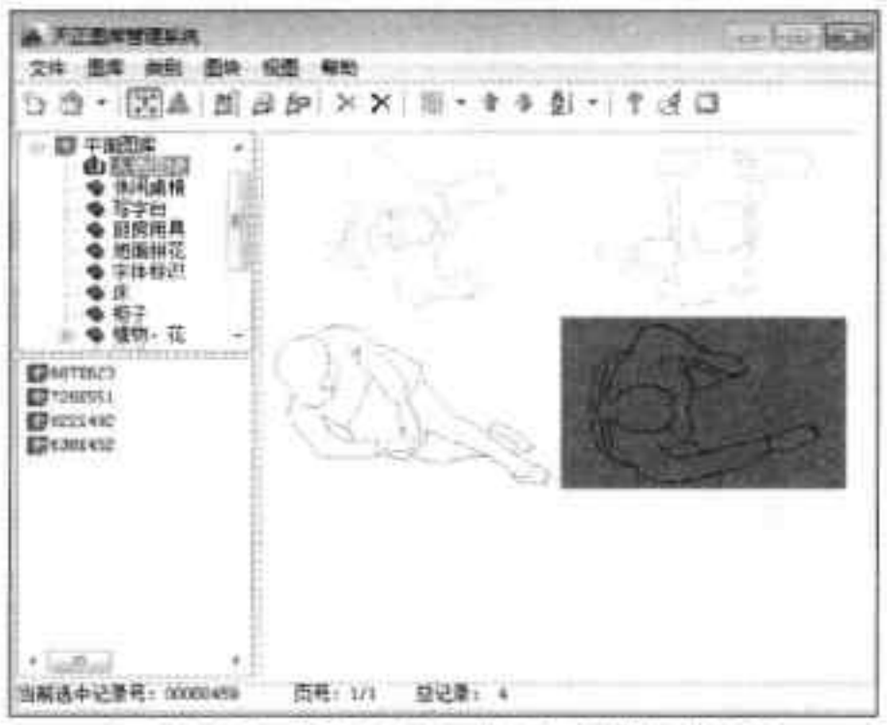

图18-70 “天正图库管理系统”对话框
Step01 启动天正建筑 2013 软件，打开“二层别墅平面图 .dwg”素材文件，执行“图块图案 > 通用图库”命令，打开“天正图库管理系统”对话框，如图 18-70 所示。